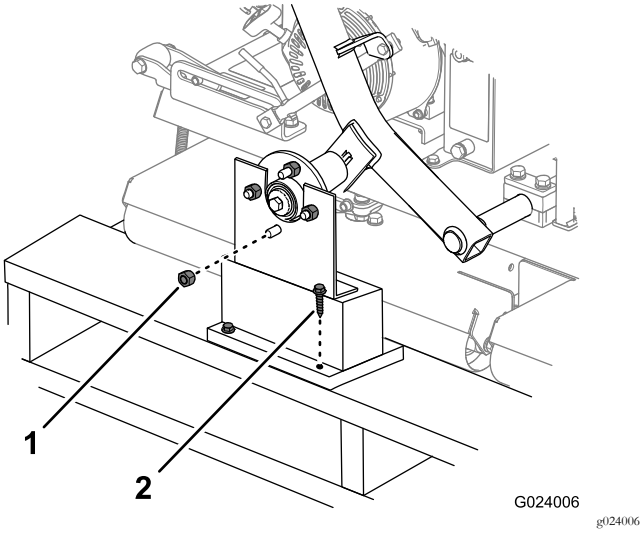

**Figur 3**
1. Fjern hakemutrene som fester hjulnavnene til transportbrakettene (Figur 3). Fjern også mutrene som er gjenget på bolten til hvert hjulnav.